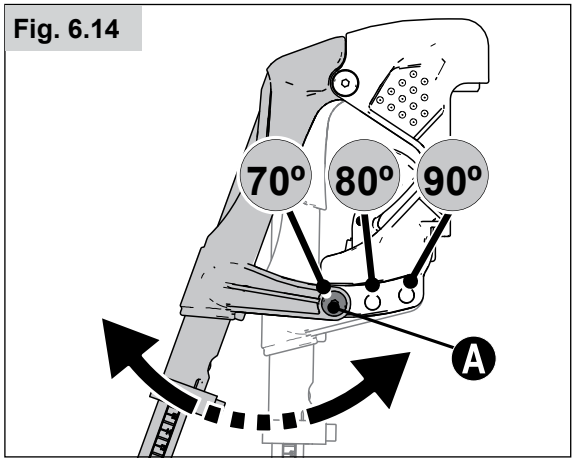

Fig. 6.14
6.13 Ajustar o ângulo dos suportes para as pernas fixos (Fig. 6.14)